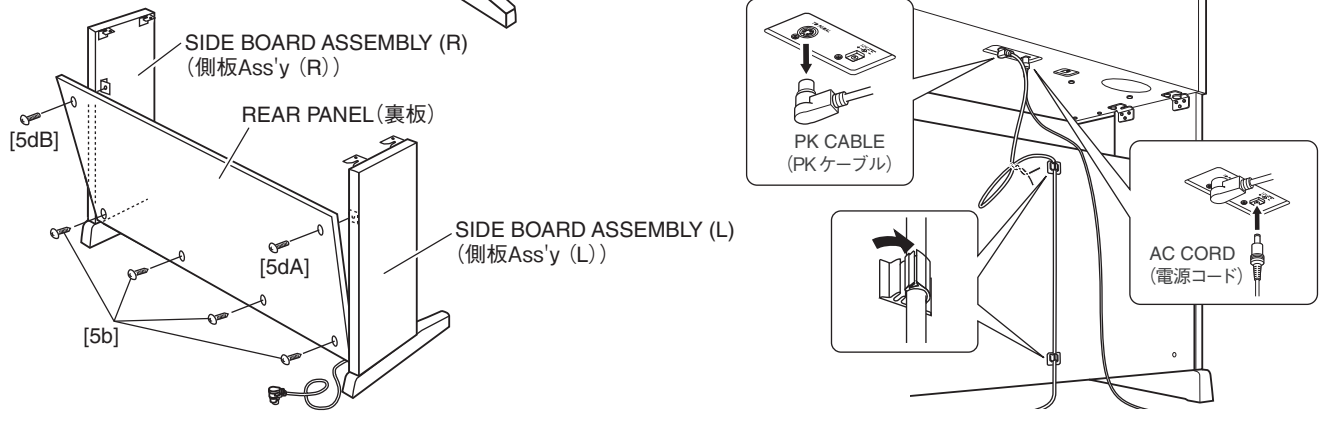

Fig. 1-2（図1-2）
*3 To remove the rear panel, be sure to disconnect the AC cord and the PK cable first. (Fig. 1-2)
*3 裏板を外すときは、先に電源コードと PK ケーブルを外します。（図 1-2）